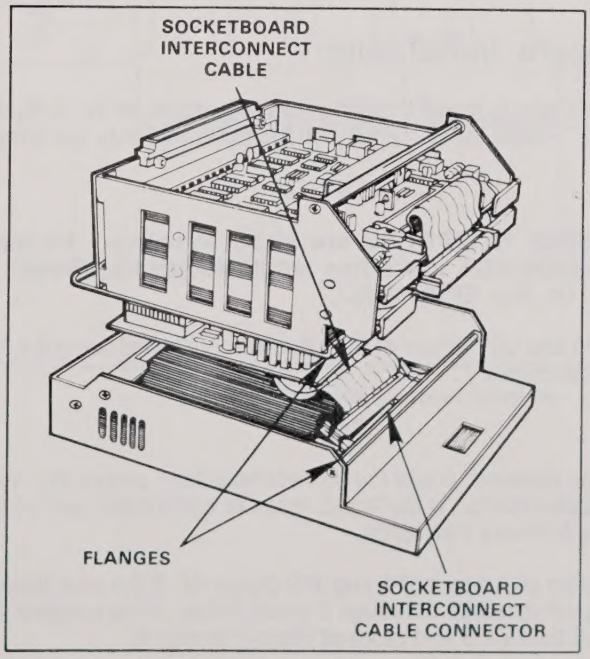

Figure 2. Socketboard Interconnect Cable
5. Lift the card cage up and out of its top cover until you can see the socketboard interconnect cable (figure 2). Do not detach the socketboard interconnect cable.